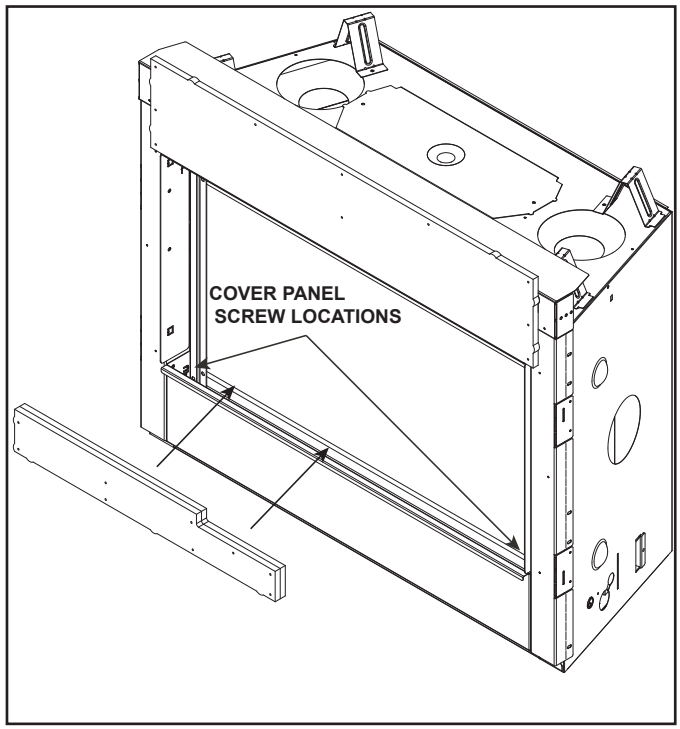
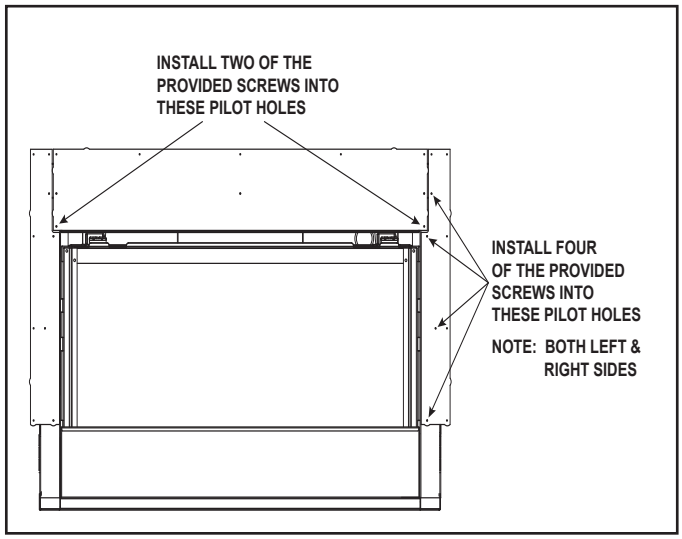

Figure 6.5 Shipping Position - Non-Combustible Sides ←
Figure 6.6 Installation of the Side Non-Combustible Components
This model ships with the required top, left and right non-combustible board. The top non-combustible board has been pre-installed at the factory with three screws. The left and right side non-combustible boards are shipped inside the appliance. See Figure 6.5.
4. Further secure the top non-combustible board by installing screws into the pilot holes located in the upper left and right corners of the top non-combustible board as shown in Figure 6.6.
5. ➔ Install the left and right non-combustible components with four of the provided Phillips screws. See Figure 6.6. After all non-combustible material has been installed, remove the small package of sheet metal screws from the manual bag. Reinstall lower cover panel and ensure it is "hooked" onto the appliance. Use the two screws from the package to fasten the top sides of the cover panel to appliance. The holes on the cover panel should align with the holes in the sides of the appliance. See Figure 6.5.